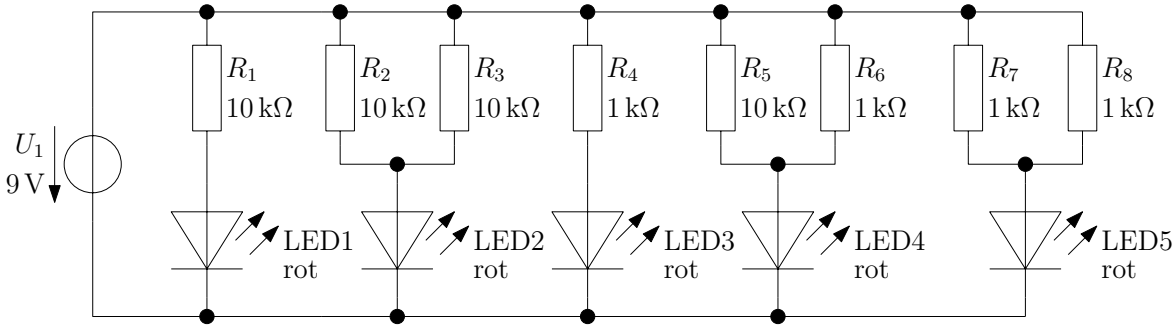

Abbildung 2.8: Experiment – LED mit parallel geschalteten Vorwiderständen
**Versuchsaufbau und -durchführung** Bauen Sie die Schaltung nach Abb. 2.8 auf. Vergleichen Sie die Leuchtstärken der LEDs.